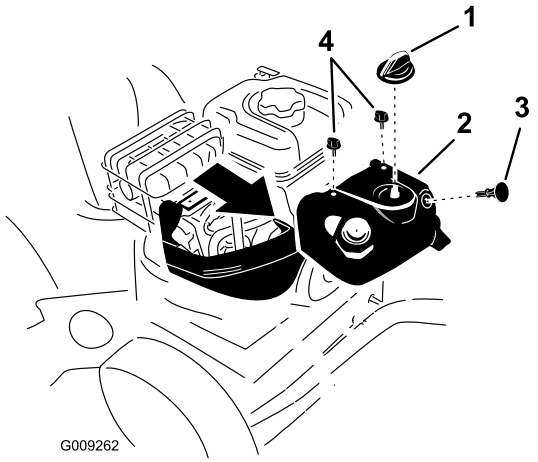

Figur 33
Bemærk: For at få adgang til tændrøret skal du først fjerne den øverste snehjelm (Figur 33).
1. Fjern chokerhåndtaget og tændingsnøglen (Figur 33).
2. Fjern de 2 skruer, der fastgør den øverste snehjelm på maskinen (Figur 33).